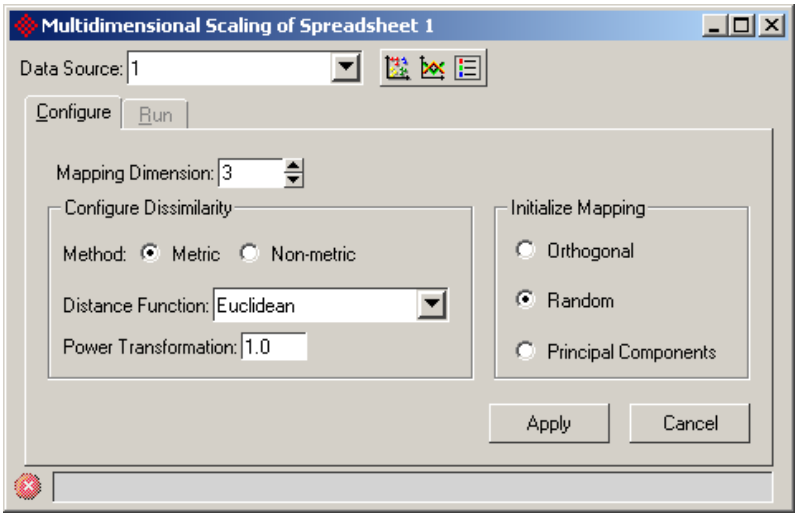

Figure 7. 8: Configuring the Configure tab in the Multidimensional Scaling dialog
- Open the *Multidimensional Scaling* dialog by selecting **Tools > Discover > Multidimensional Scaling…** from the Partek main window (Figure 7. 8)